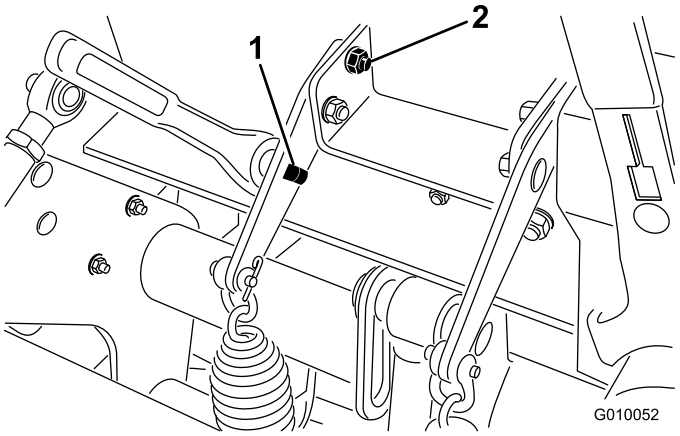

Figur 38
2. Før inn en 1/2-tommes sperrenøkkel eller brytestang inn i det firkantede hullet i fjærplaten (Figur 38).